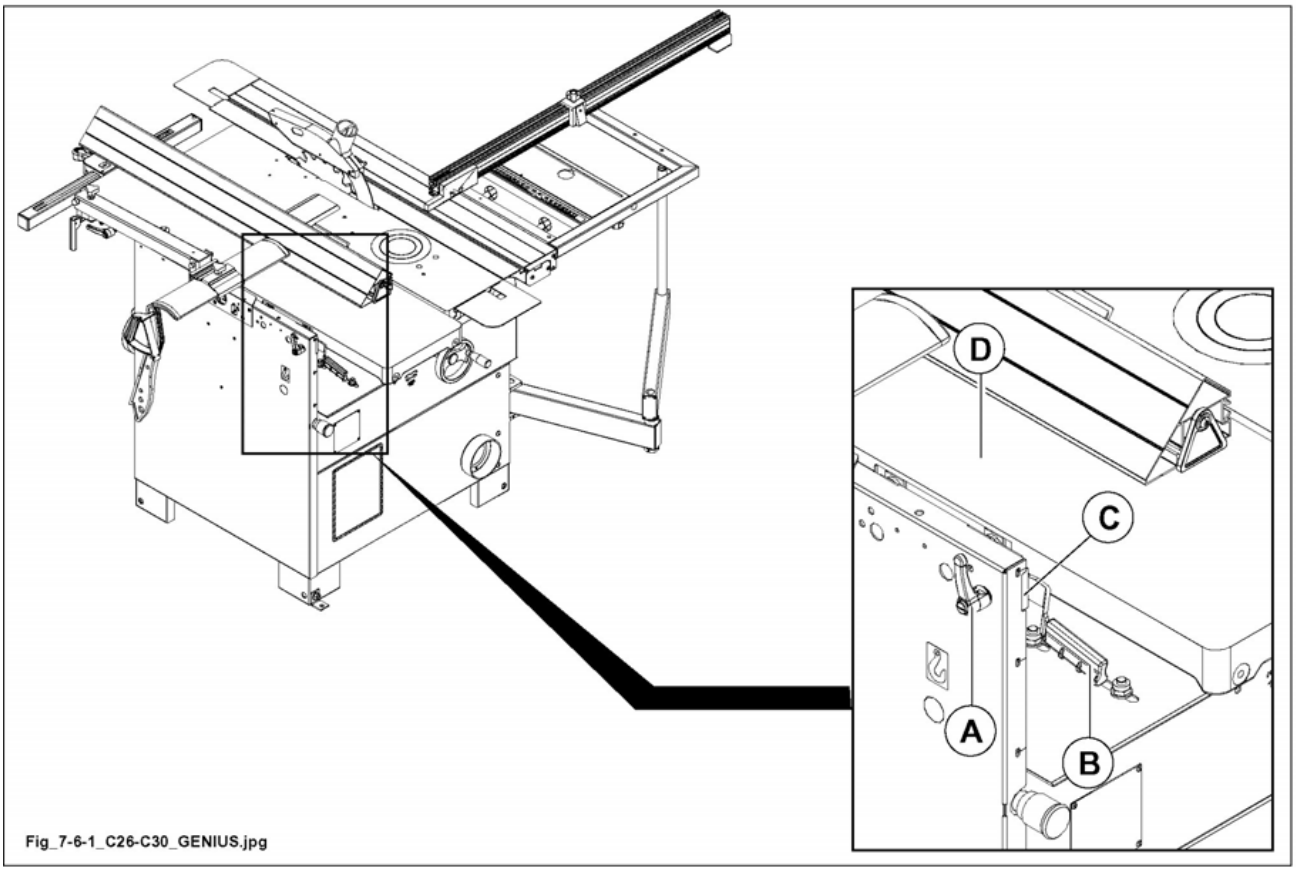

Fig. 7.6-1
- Loosen the locking (A fig. 7.6-1).
- Operate on the lever (B fig. 7.6-1) in order to place the table (D fig. 7.6-1) depending on the chosen removal: read the traverse on the data plate (C fig. 7.6-1).
- When the adjustment is over, tighten the locking (A fig. 7.6-1).